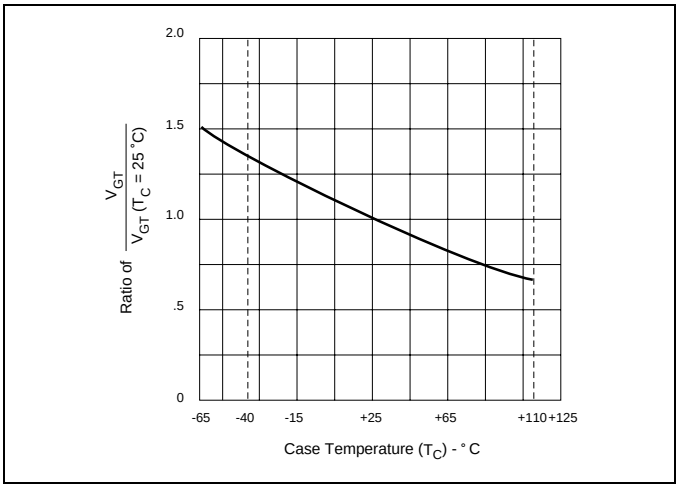

Figure E1.6 Normalized DC Gate Trigger Voltage for All Quadrants versus Case Temperature
(5) See Figure E1.6 for V_{GT} versus T_C.